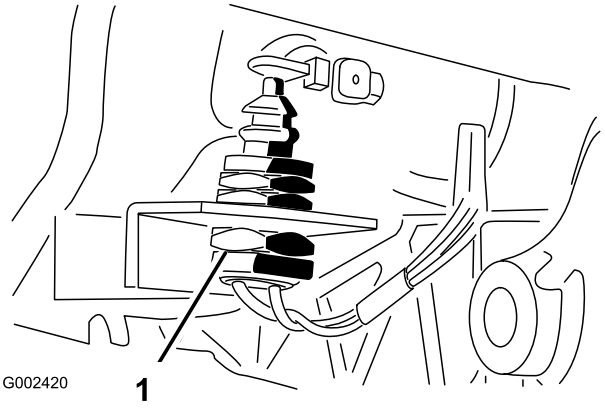

Figura 73
7. Vuelva a comprobar el ajuste del interruptor de seguridad del embrague (Figura 73). El motor no debe girar a menos que el pedal del embrague esté a 3,2 cm ± 3 mm del suelo. Si es necesario ajustarlo, afloje las contratuercas del interruptor y ajuste hacia arriba o hacia abajo.